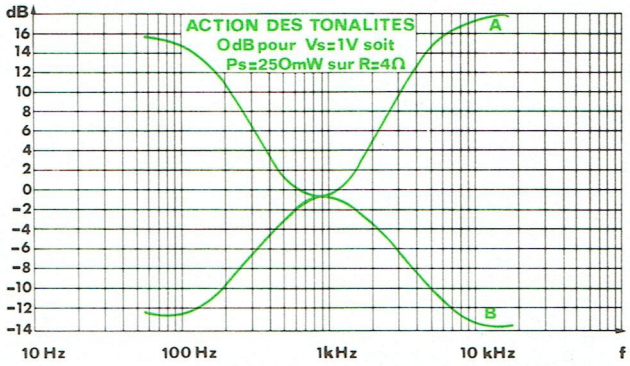

Fig. 6
15 dB à 100 Hz et 18 dB à 10 kHz Fig. 6 Courbe A
– 12 dB à 100 Hz et – 13 dB à 10 kHz Fig. 6 Courbe B